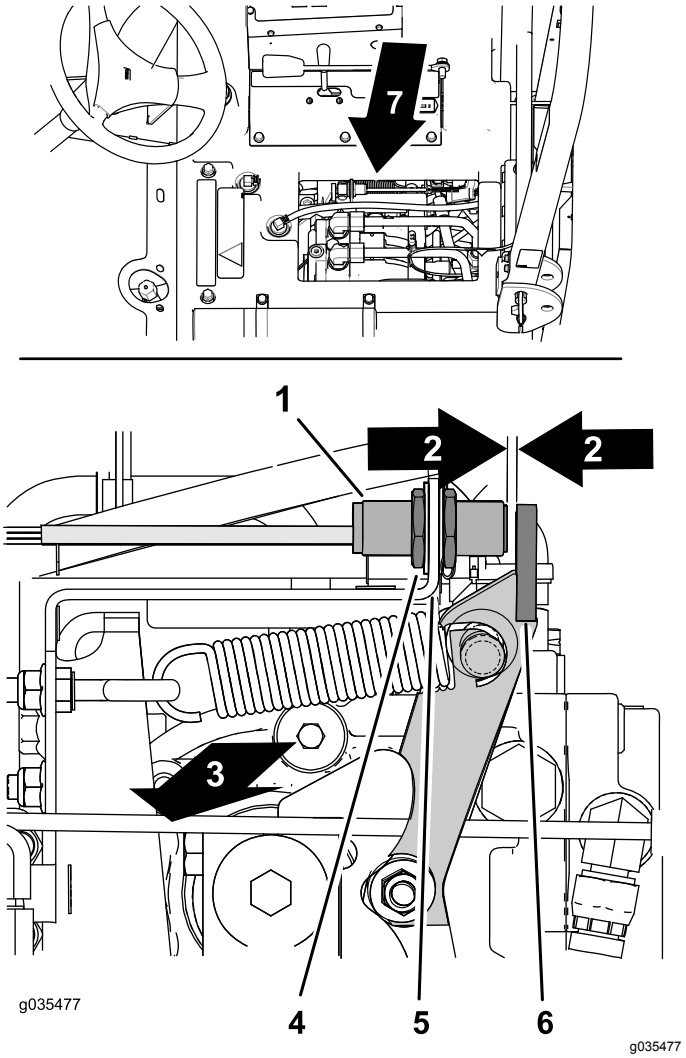

Figur 66
A. Find nærhedssensoren på hydraulikpumpen øverst til højre (Figur 66).
B. Kontroller, at nærhedssensorens beslag ikke er bøjet, og at lampen på bagsiden af sensoren er tændt (Figur 66).
1. Find nærhedssensoren på den højre, øverste hydraulikpumpe (Figur 66).
2. Løsn kontramøtrikkerne på hver side af sensorbeslaget (Figur 66).
3. Juster kontramøtrikkerne, indtil der er en afstand på 2,5 til 3,6 mm mellem enden af nærhedssensoren og flangen på den neutrale arm (Figur 66).
4. Spænd kontramøtrikkerne (Figur 66).